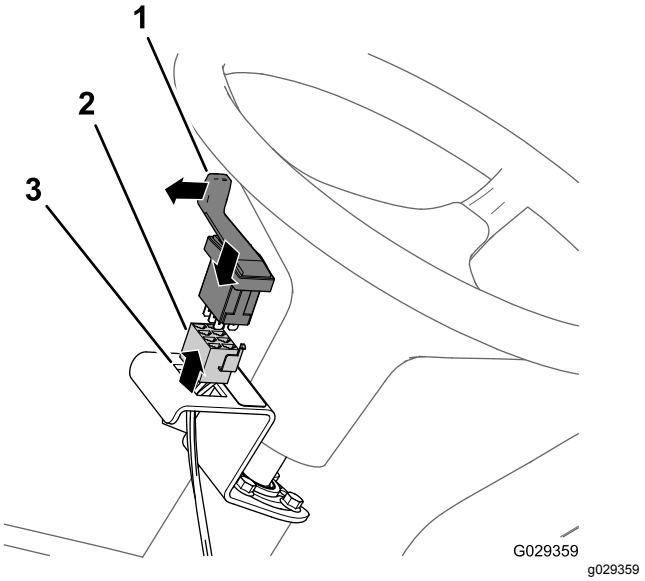

Figur 209
4. Saml kontakten i beslaget, og tryk kontakten ind, indtil den sidder på plads i åbningen (Figur 209).